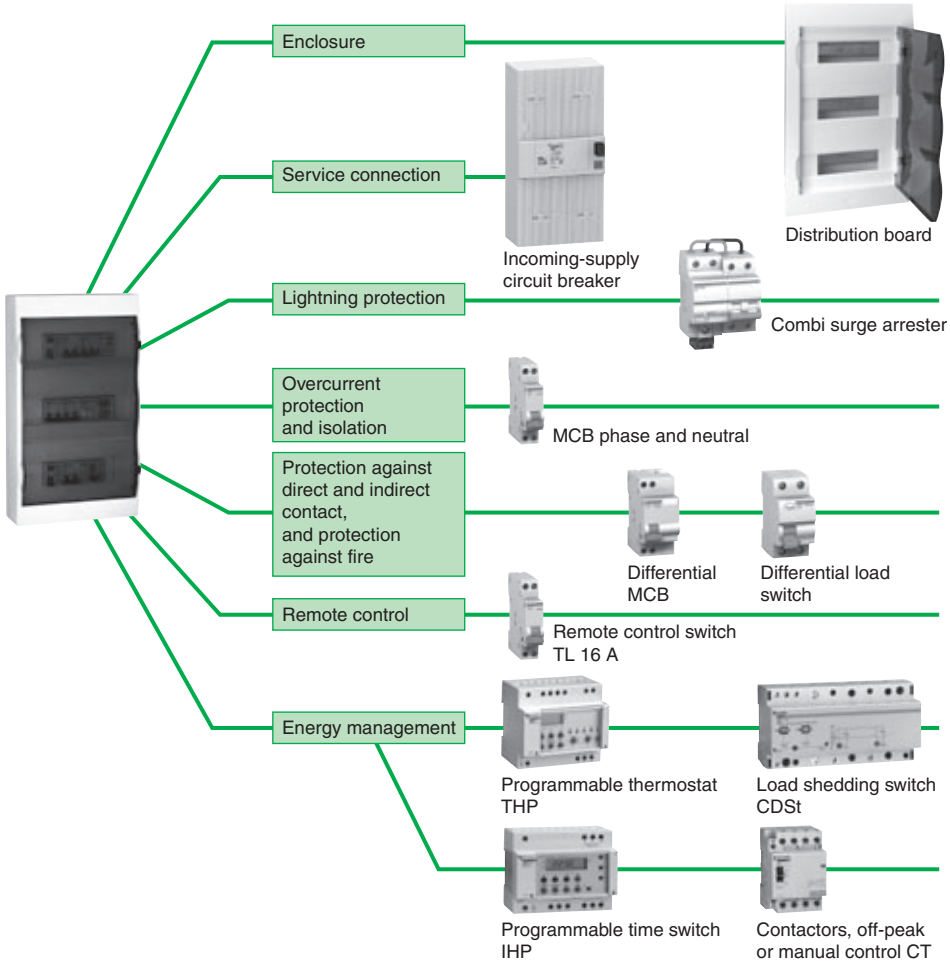

Fig. P1 : Presentation of realizable functions on a consumer unit
1.2 Distribution boards components (see **Fig. P1**)